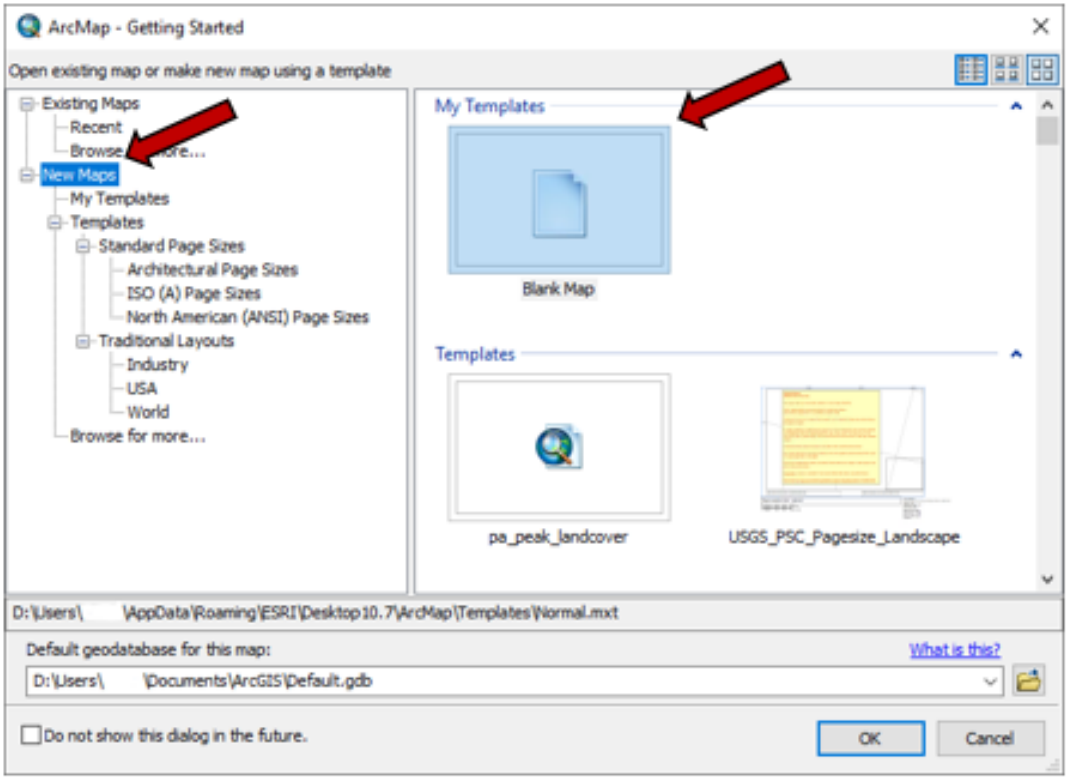

Figure 7-5. *Creating a new project.*
- Start ArcMap and select **New Maps** as shown in Figure 7-5: